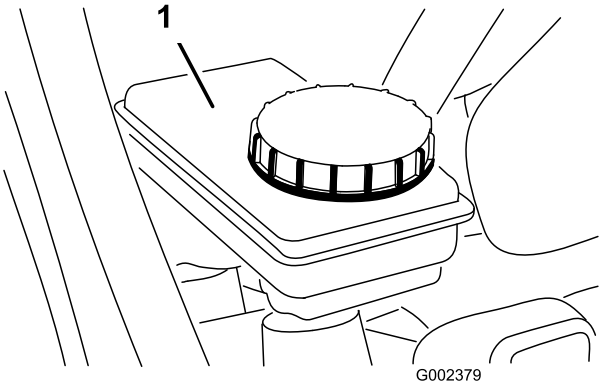

Figur 21
2. Væskenivået bør være opp til Full-linjen på tanken (Figur 21).